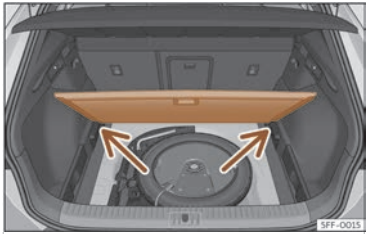

Fig. 178 Terra variable del maleter: posició inclinada.
- Recolzeu el terra sobre els espais previstos per a aquest ús ››› **fig. 178** (fletxes).